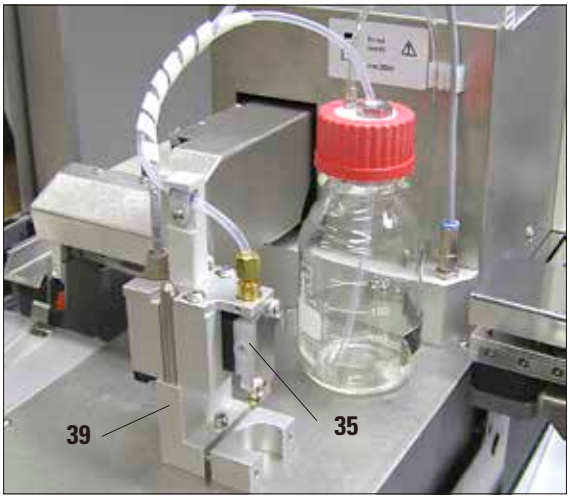
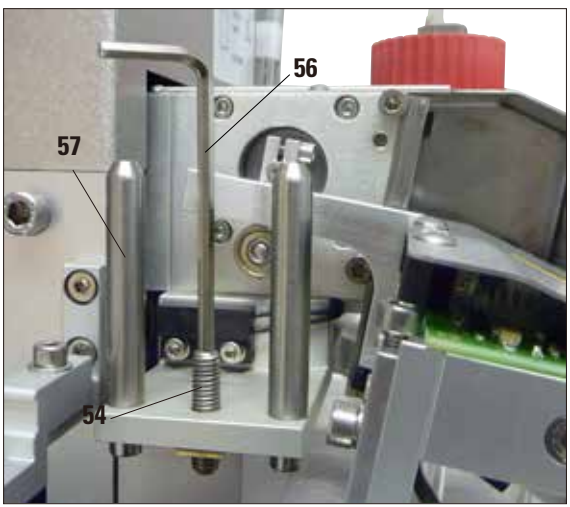

図 18
図 19
- ディスペンサー（**35**）を作業ポジション（図 19、**57** を参照）からレストポジション（図 18、**39** を参照）にリセットします。
- ネジ（図 19、**54** を参照）が作業ポジションにあります。これはディスペンサーニードルとスライドの間隔を調整するためのものです。